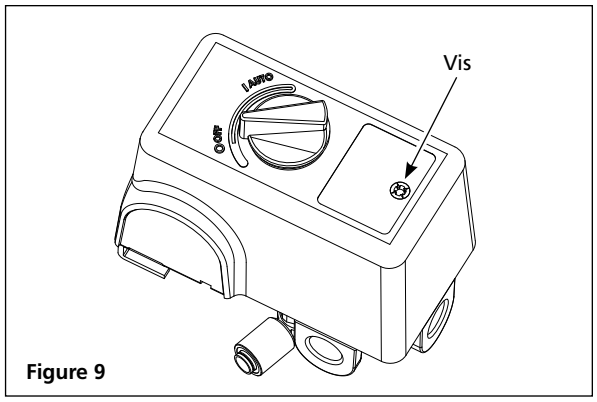

Figure 9
2. Retirez le couvercle du pressostat après en avoir desserré la vis (consultez la figure 9). Utilisez un tournevis cruciforme (non inclus). Les pressostats n'ont pas tous le même aspect.